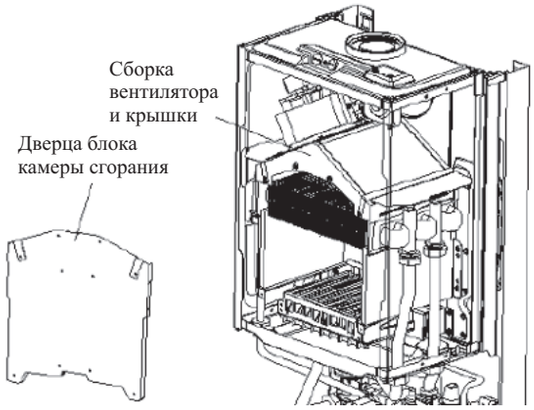

Рисунок 4-2
5. Отвинтите винты, которыми крепится внутренняя панель дверцы. Приподнимите панель, отсоедините ее от штифтов, расположенных сверху корпуса (Рисунок 4-2).
9. Выньте 6 винтов, которыми крепится дверца камеры сгорания, и дверцу (Рисунок 4-2).